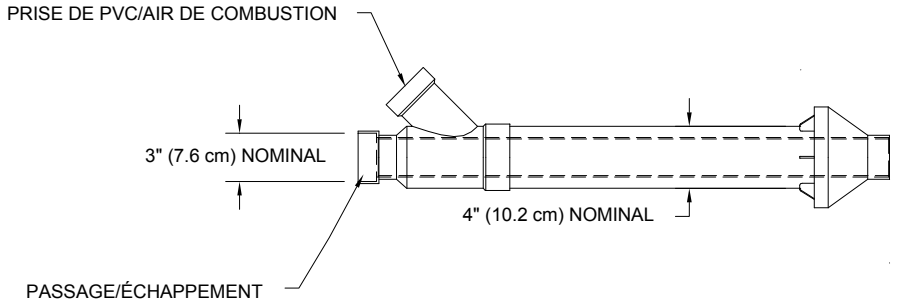

Figure 19. Dimensional Layout of Concentric Vent Kit
If assembly is too short to meet height requirements, the two pipes supplied in the kit may be replaced by using the same diameter pipe. DO NOT extend the overall dimension by more than 60 inches *(152.4 cm)*. See Fig. 19.
1. Become familiar with coaxial vent kit part no. 239-44069-01. As shown in Figures 19 through 21.